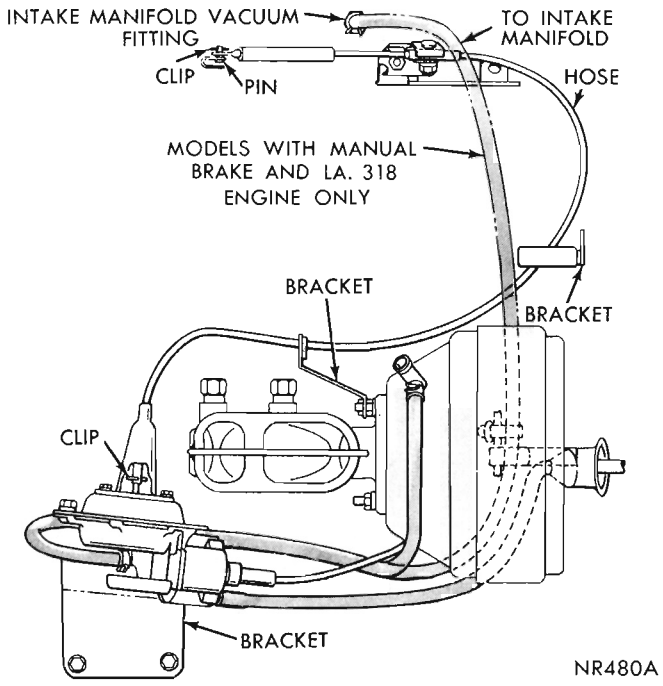

Fig. 10—Speed Control Servo Installation Belvedere and Satellite
Speed Control Servo (Figs. 10 and 11)
(1) Position servo on mounting bracket studs and install attaching nuts. Tighten 75 to 115 inch-pounds.
(2) Install vacuum hoses and clamps, insuring that the vacuum supply hose leading from brake booster or intake manifold is connected to the front servo nipple, (Figs. 10 and 11). Make sure the hose clamp is locked securely.